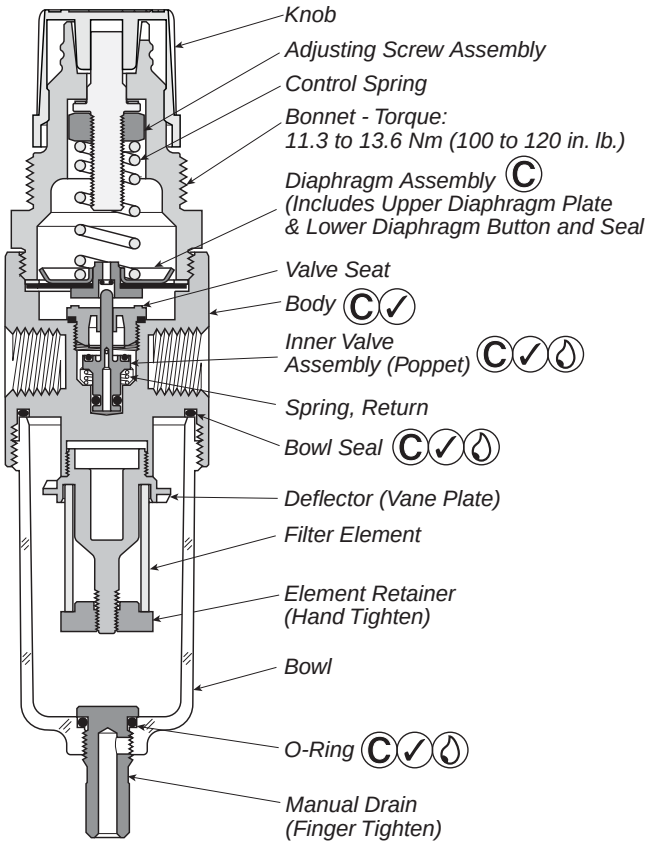

Figure 1
Servicing Filter Element - (Refer to Figure 1)
Servicing Regulator - (Refer to Figure 1)
8. Install Diaphragm Assembly into Body Assembly. Assemble Bonnet Assembly into Body and tighten per Figure 1.